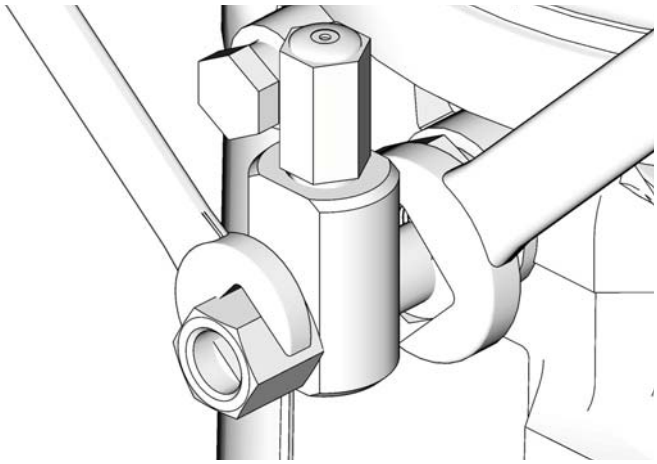

ABB. 15
1. Fitting des Pumpenelements lösen (ABB. 15).
3. Fitting des Pumpenelements mit zwei gegenläufig arbeitenden Schraubenschlüsseln festziehen (ABB. 15).